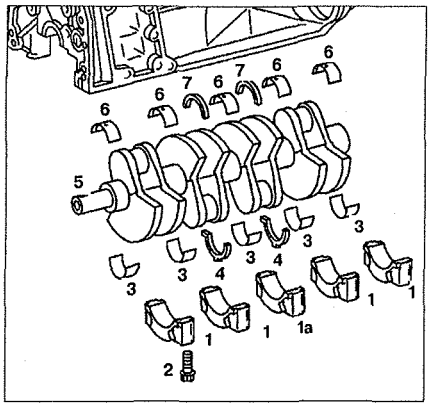

Рис. 2.61. Коленчатый вал.
9. Снимите верхние вкладыши и верхние регуляторы осевого зазора коленчатого вала (см.рис.2.61).